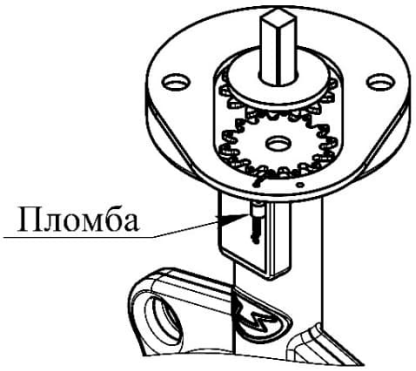

Рисунок 2 – Опломбированный Затвор
5.6 Для опломбировки зафиксируйте поворотную шайбу 9 (рисунок А.1) относительно проставки 8 с помощью пломбировочной проволоки и пломбы (рисунок 2).